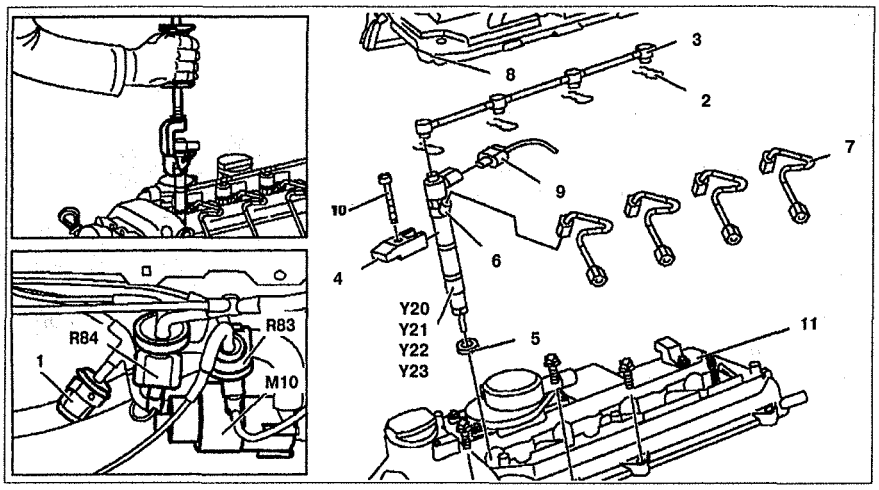

Рис. 5.67. Форсунки:
3. Снимите декоративную панель крышки головки блока цилиндров **8** (см.рис.5.67).